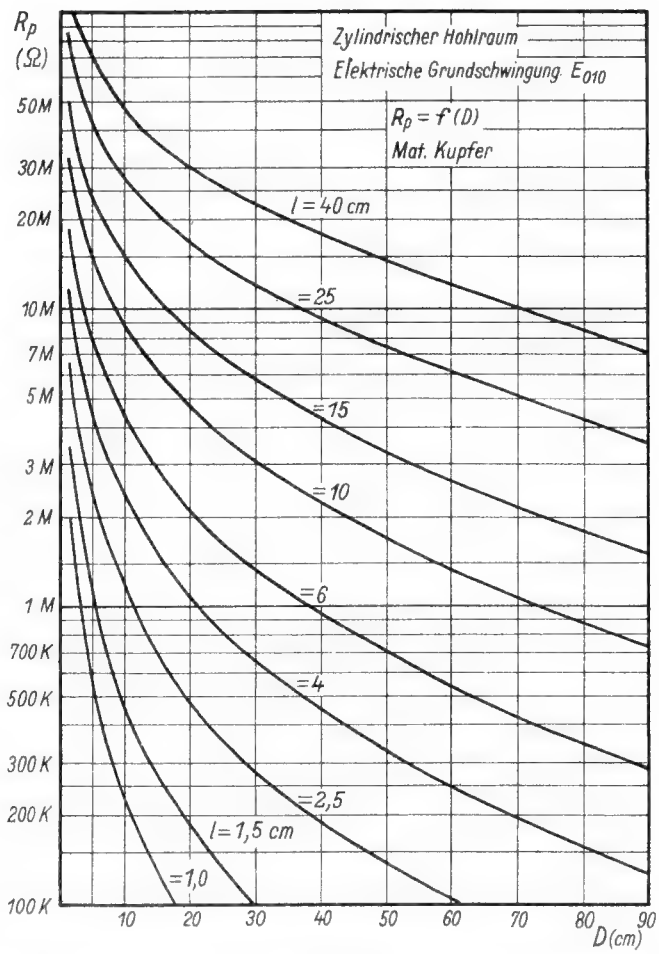

Bild 3. Der Resonanzwiderstand eines zylindrischen Hohlraumes für die E_{010}-Welle
3. Resonanzwiderstand R_p (Bild 3)